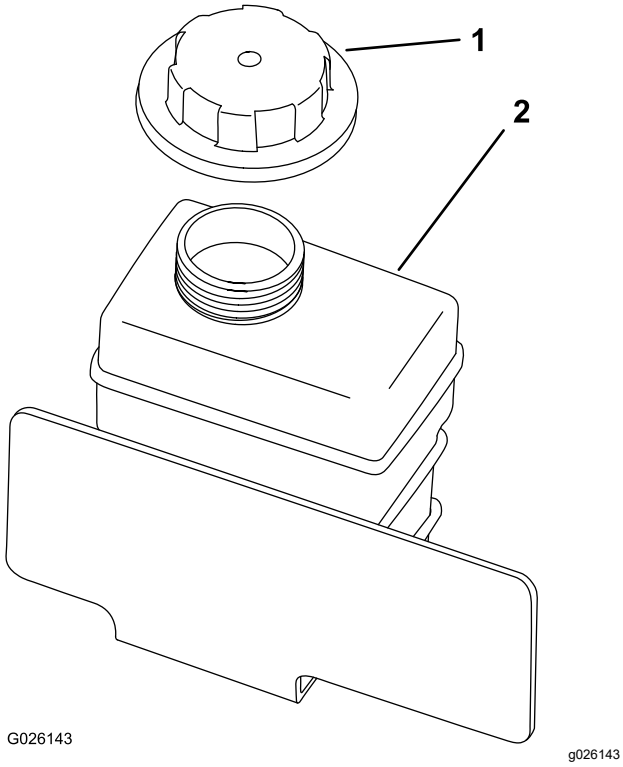

Figur 63
4. Ta bort locket på reservtanken (Figur 63).